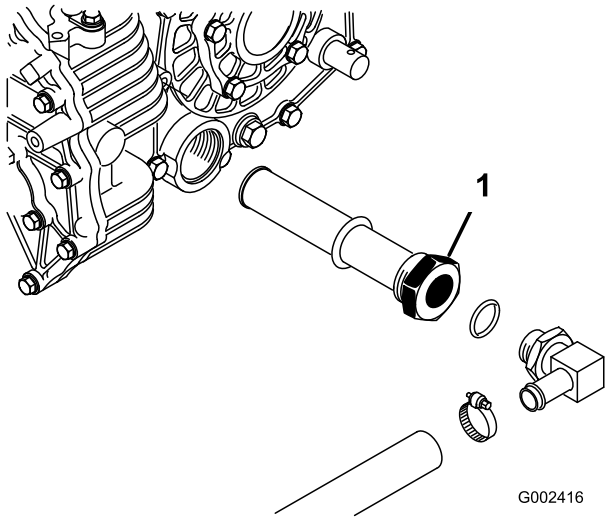

Figur 73
3. Observera riktningen på hydraulslangen och 90-graderskopplingen som är anslutna till filtret på tankens ena sida (Figur 73). Ta bort hydraulslangen och 90-graderskopplingen.